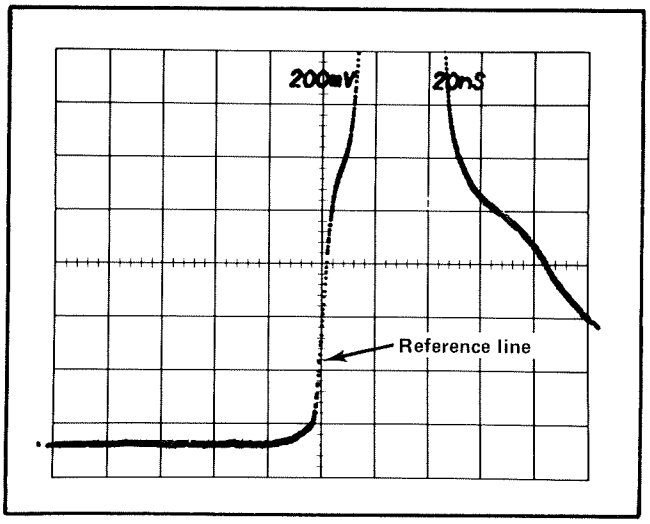

Fig. 5-4. TIME-DISTANCE Dial accuracy check. A 1 μs period marker is shown.
c. Adjust the FINE control to place a marker on graticule line 5. See Fig. 5-4 for this waveform.